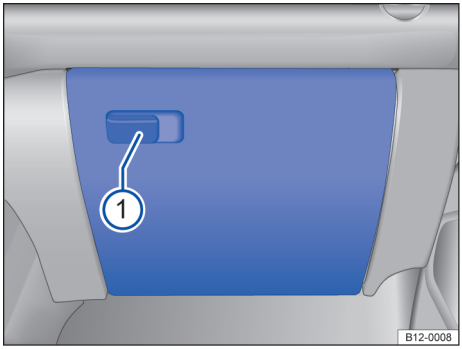

Fig. 86 No lado do passageiro dianteiro: porta-luvas.
Para *abrir*, puxar a alavanca → Fig. 86 ①.